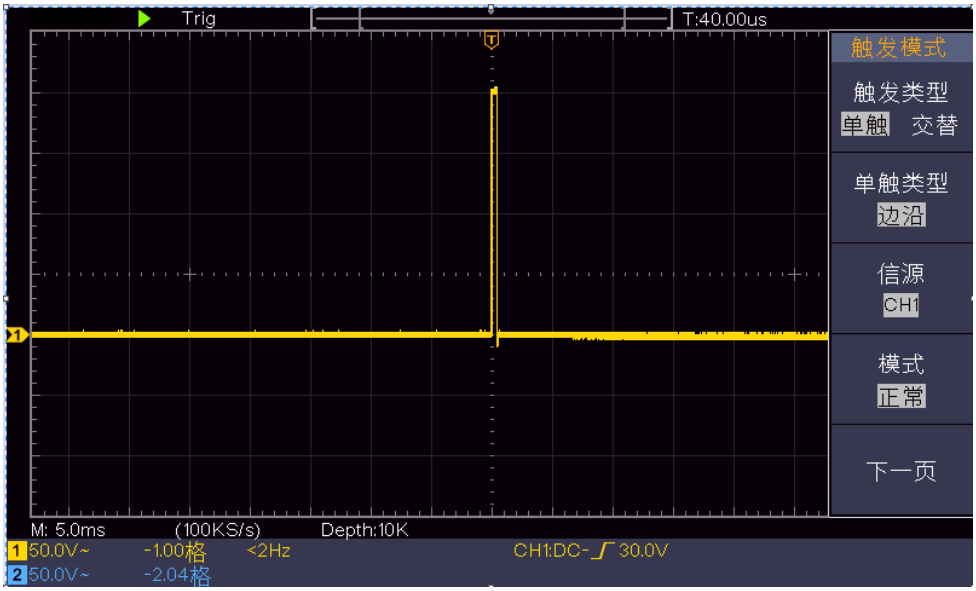

图 6-3：捕捉单次信号
(2) 调整 垂直 **档位** 和 水平 **档位** 旋钮，为观察的信号建立合适的垂直与水平范围。
(3) 按 **采样** 按键，右侧显示采样菜单。
(4) 在右侧菜单中，选择 采集模式 为 峰值检测。
(5) 按 **触发菜单** 按键，右侧显示触发菜单。
(6) 在右侧菜单中，选择 触发类型 为 单触。
(7) 在右侧菜单中，选择 单触类型 为 边沿。
(8) 在右侧菜单中，选择 信源 为 CH1。
(9) 在右侧菜单中按 下一页，选择 耦合 为 直流。
(10) 在右侧菜单中，选择 斜率 为 （上升）。
(11) 旋转 **触发电平** 旋钮，调整触发电平到被测信号的中值。
(12) 若屏幕上方 **触发状态指示** 没有显示 **Ready**，则按下 **Run/Stop（运行/停止）**按键，启动获取。等待符合触发条件的信号出现。如果有某一信号达到设定的触发电平，即采样一次，显示在屏幕上。利用此功能可以轻易捕捉到偶然发生的事件，例如幅度较大的突发性毛刺：将触发电平设置到刚刚高于正常信号电平，按 **Run/Stop（运行/停止）** 按键开始等待，则当毛刺生时，机器自动触发并把触发前后一段时间的波形记录下来。通过旋转面板上水平控制区域的 **水平位移** 旋钮，改变触发位置的水平位移可以得到不同长度的负延迟触发，便于观察毛刺发生之前的波形。见图 6-3。